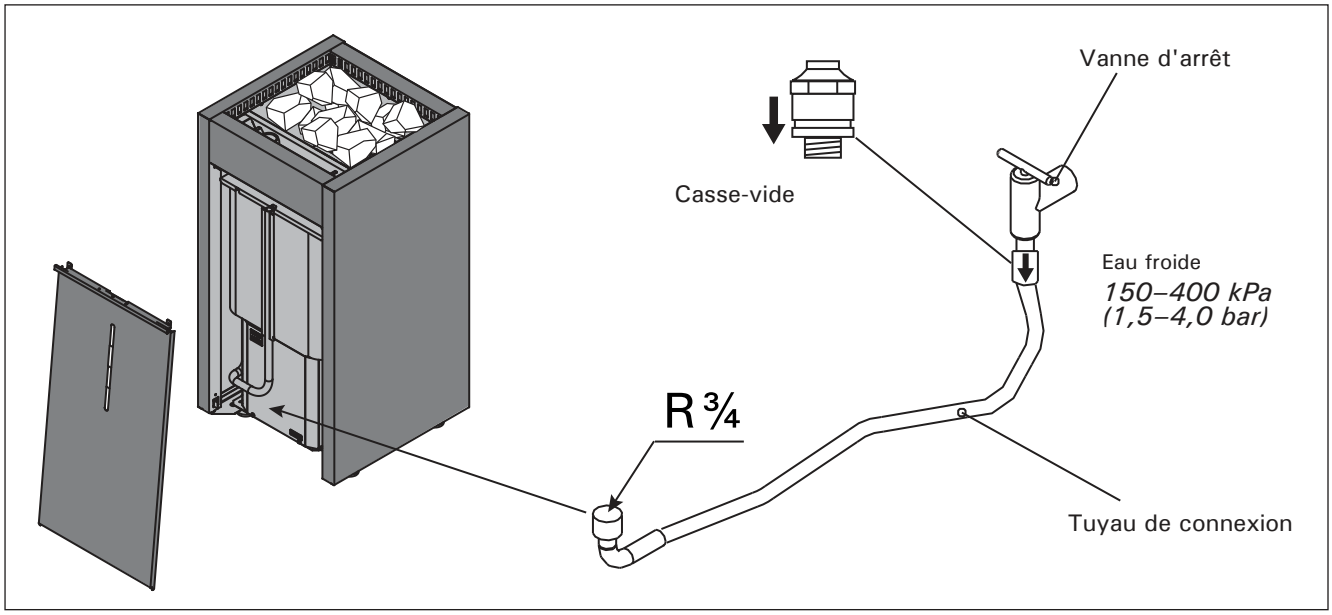

Figure 7. Système automatique de remplissage d'eau
2. Voir le schéma de câblage correspondant au modèle de poêle (voir fig. 7, Voir le manuel du centre de contrôle pour obtenir des instructions détaillées sur la connexion du poêle et du centre de contrôle). Le poêle doit être installé de manière permanente en utilisant une conduite hermétique entre le poêle et le mur de la cabine (les marettes de raccord ou prises de courant mâle ne sont pas autorisés dans la cabine). Le câblage doit être effectué par un électricien agréé qui doit suivre le schéma de câblage fourni et respecter les codes locaux. Utilisez du fil de cuivre du bon calibre pouvant résister à une température de 194 °F (90 °C) à l'intérieur des murs du sauna. Utilisez les bornes de terre prévues sur le poêle du sauna et le centre de contrôle pour mettre l'équipement à la terre conformément au code national de l'électricité et aux codes locaux.
Raccorder le poêle au réseau de distribution de l'eau froide à l'aide d'un tuyau flexible. Le point de raccordement au réseau doit être muni d'un clapet d'arrêt. Voir la figure 7. **Le plancher du sauna et/ou de la salle de bain doit être équipé d'un point d'évacuation de l'eau en prévision d'éventuelles ruptures de flexibles ou de fuites d'eau. Suivre les réglementations d'installation locales.**